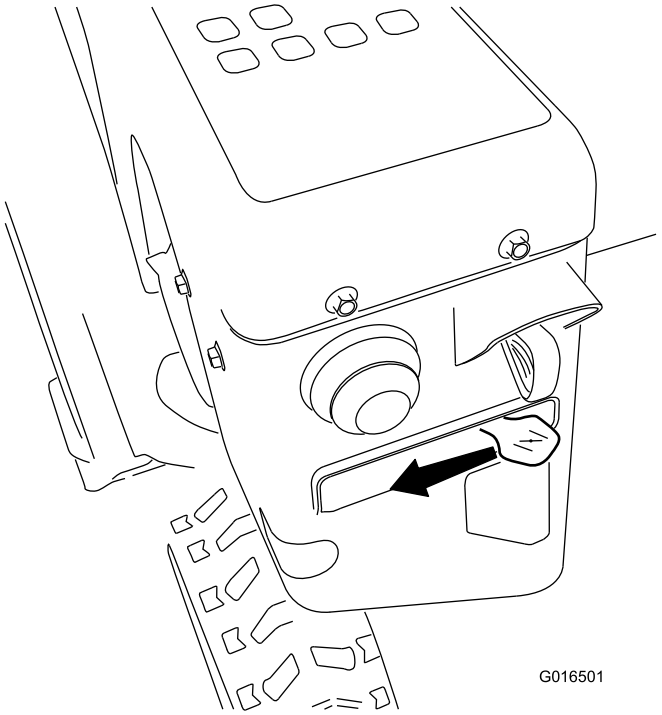

Figur 28
5. Sett choken til Choke-stilling (Figur 28).